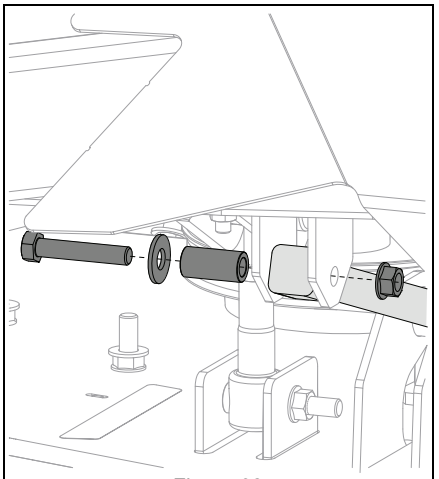

Figure 62
8. Remove hardware retaining drag links to frame. See Figure 62.